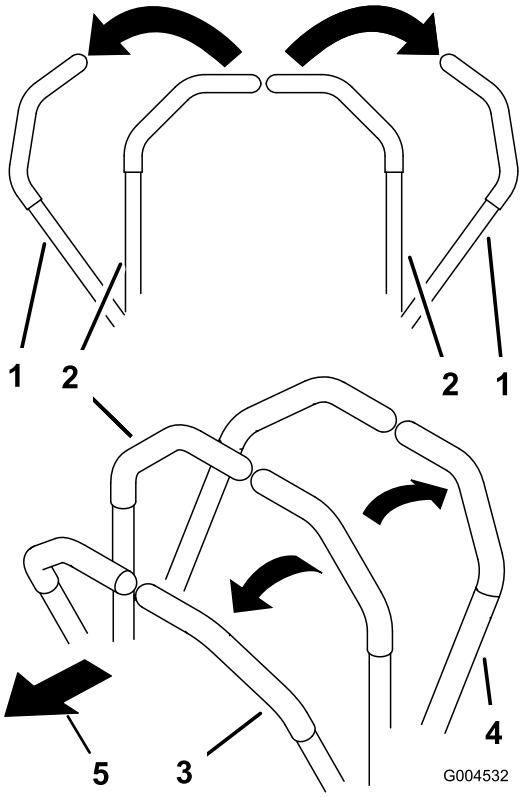

Figuur 16
2. Om vooruit te rijden, duwt u de rijhendels langzaam naar voren (Figuur 16).
Om in een rechte lijn te rijden, moet u gelijkmatige druk uitoefenen op beide rijhendels (Figuur 16).
Om te draaien, vermindert u de druk op de rijhendels in de richting waarin u wilt draaien (Figuur 16).